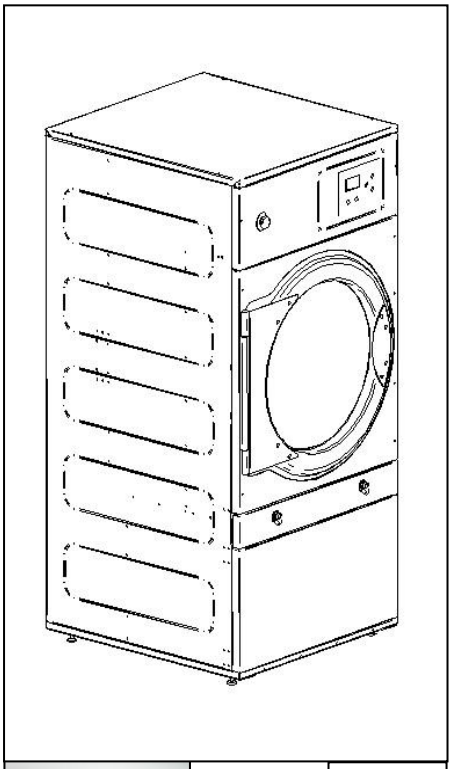

fig.4
7. Conectar de nuevo el sensor reed con el nuevo cable y volver a colocar la tapa del filtro. Colocar el techo que habíamos quitado en el paso 1. Ya hemos finalizado el proceso. Ver fig. 4